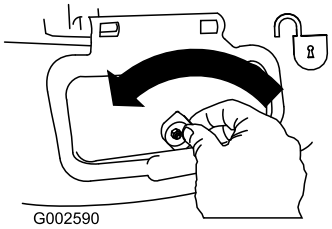

Figur 26
1. Lås sideudblæsningspladen op (Figur 26).